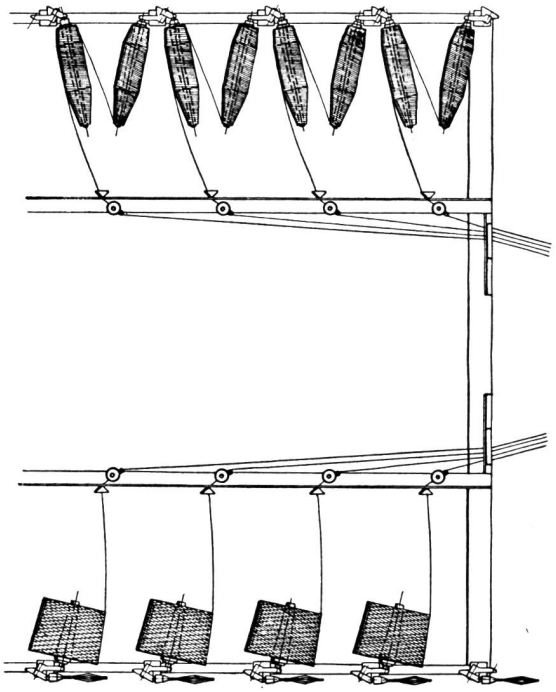

*Abb. 2. Spulenanordnung für Kombi-Gatter Modell GVZa (Copse und Kreuzspulen)*
**Modell GVZa,** das *Kombi-Gatter* für Copse und Kreuzspulen mit Anordnung der Spulen gemäß Abbildung 2 ist ganz besonders für Wolle geeignet, wobei der Fadenabzug ab Copsen nach dem Anknüpfsystem erfolgt. Die Fadenenden der ablaufenden Copse werden mit den Anfangsfäden der Reservecopse zusammengeknotet. Die Materialbeschickung wird hier ebenfalls von außen her vorgenommen. Der Fadenabzug vollzieht sich somit